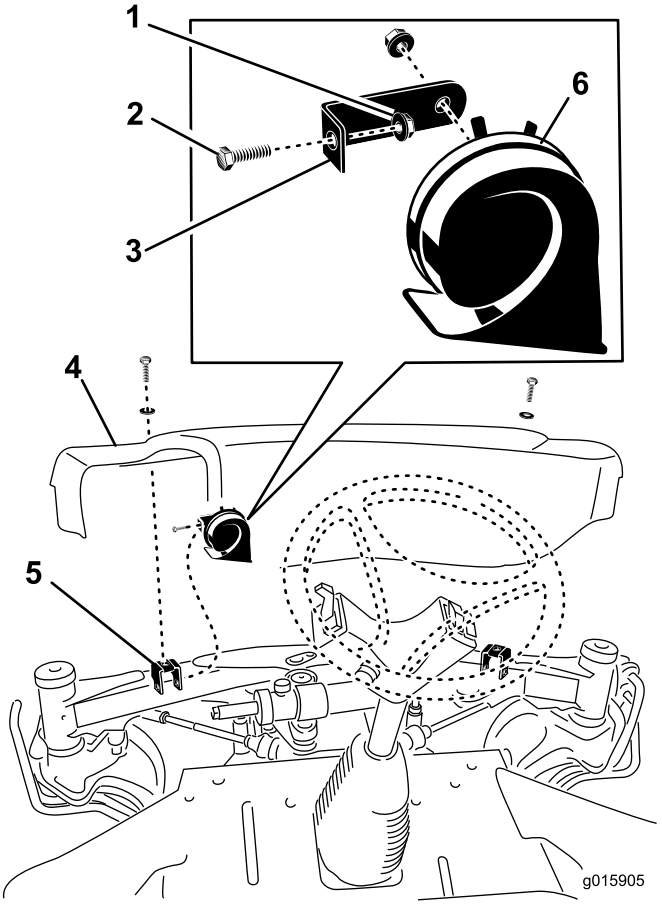

Figure 7
1. Remove the (2) screws and washers securing the front cover to the front axle brackets (Figure 7). Remove the front cover.
2. Mount the horn bracket to the left cover mounting bracket with the 5/16 x 3/4 inch screw and 5/16 inch flange head nut (Figure 7).
4. After the wire harness is connected to the horn, mount the front cover to the front axle with the (2) screws previously removed.